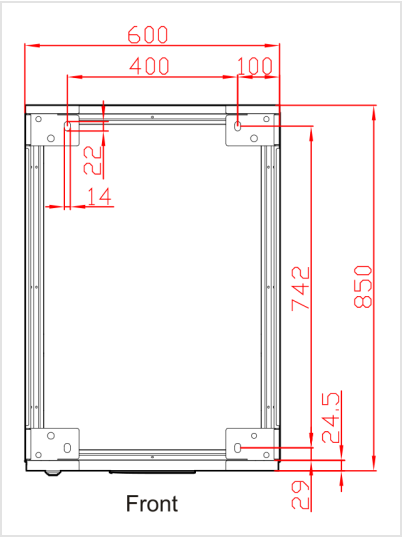
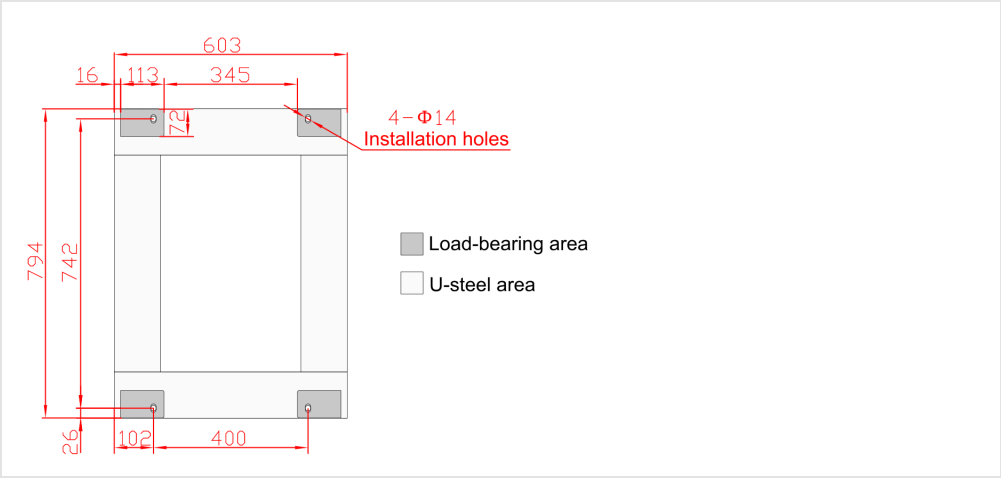

FIGURA 3-7 Fori di fissaggio a pavimento, mm, vista dall'alto
FIGURA 3-8 Base in profilato d'acciaio a U, mm — 4 fori da 14 mm
2. Praticate nel pavimento 4 fori da 14 mm di diametro in corrispondenza dei fori di fissaggio dell'armadio (Figura 3-7). Su una base in profilato d'acciaio a U praticate i 4 fori come nella Figura 3-8.